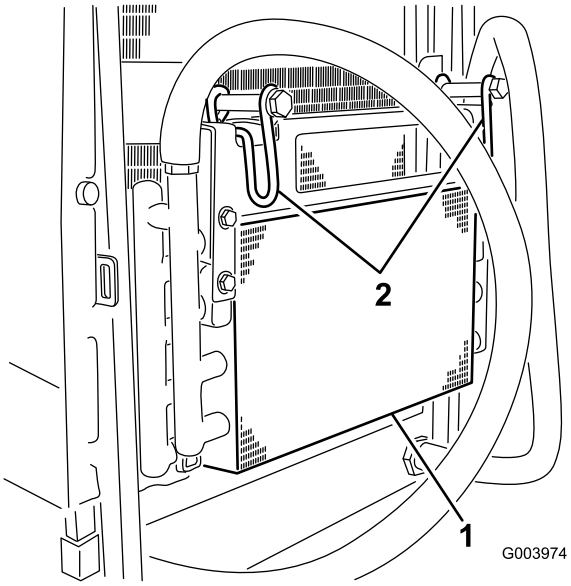

Rysunek 58
6. Obróć zaczep do wewnątrz, aby zwolnić chłodnicę oleju (Rysunek 58).